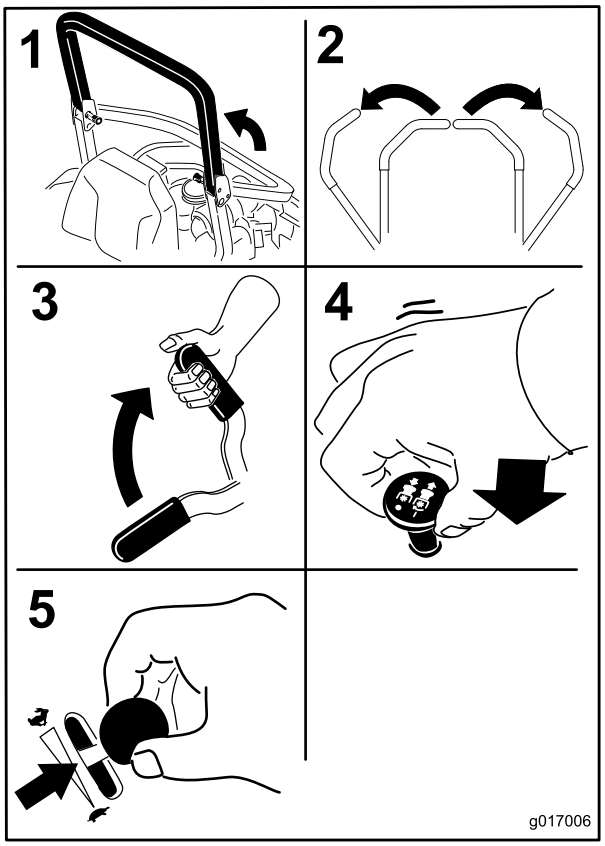

Figuur 19
4. Zet de aftakasschakelaar in de stand Uit (Figuur 19).